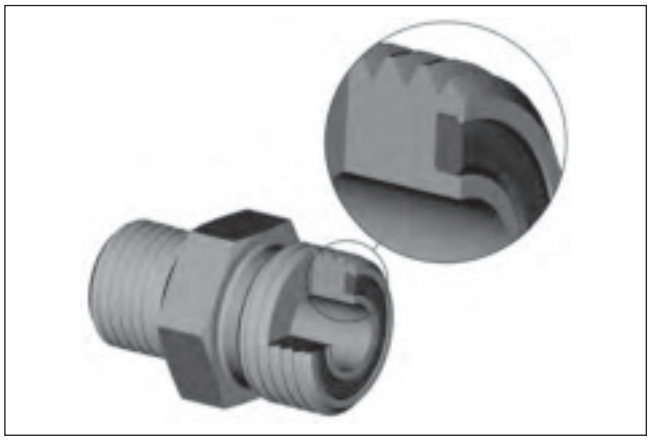

Fig. 2: Stirnseitige Weichdichtung mit CORG-Nut.
- **Plus: CORG** – Alle O-Lok®-Verschraubungen von Parker sind standardmäßig mit einer speziellen O-Ring Nut (CORG) versehen. Die CORG-Nut verhindert das Verlieren oder das Einquetschen von O-Ringen bei der Montage (siehe Fig. 2).